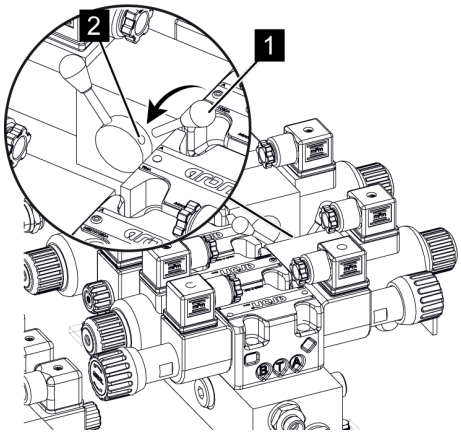

Fig. 86: Screw in the emergency hand activator
7. *Screw the emergency hand lever (*Fig. 86*/1) into the 'outrigger and platform' (*Fig. 86*/2) valve so that it is locked on outrigger and platform function.*